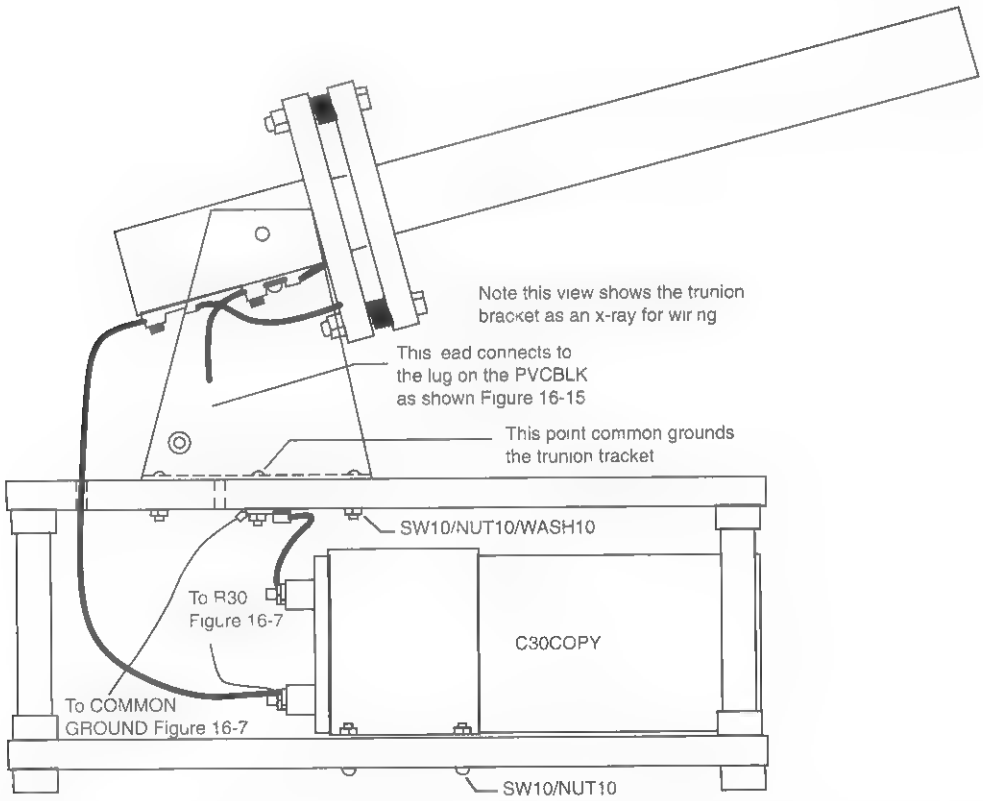

Figure 16-17 *Final assembly side view*
23. Make the final assembly steps and wire, as shown in Figure 16-17. Note the direct and